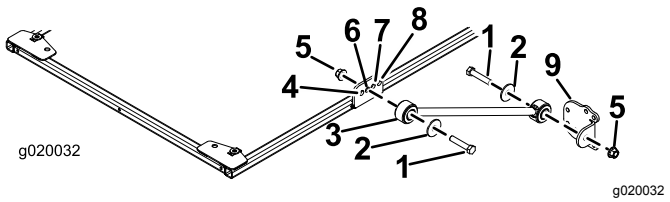

Figura 31
2. En cada lado del bastidor del toldo, monte provisionalmente un tirante en el segundo taladro del soporte del tirante con un perno (½" x 2½"), una arandela (½") y una tuerca con arandela prensada (½"), según se muestra en Figura 31.
3. Sujete provisionalmente un soporte de tirante a cada tirante con un perno (½" x 2½"), una arandela (½") y una tuerca con arandela prensada (½"), según se muestra en Figura 31.